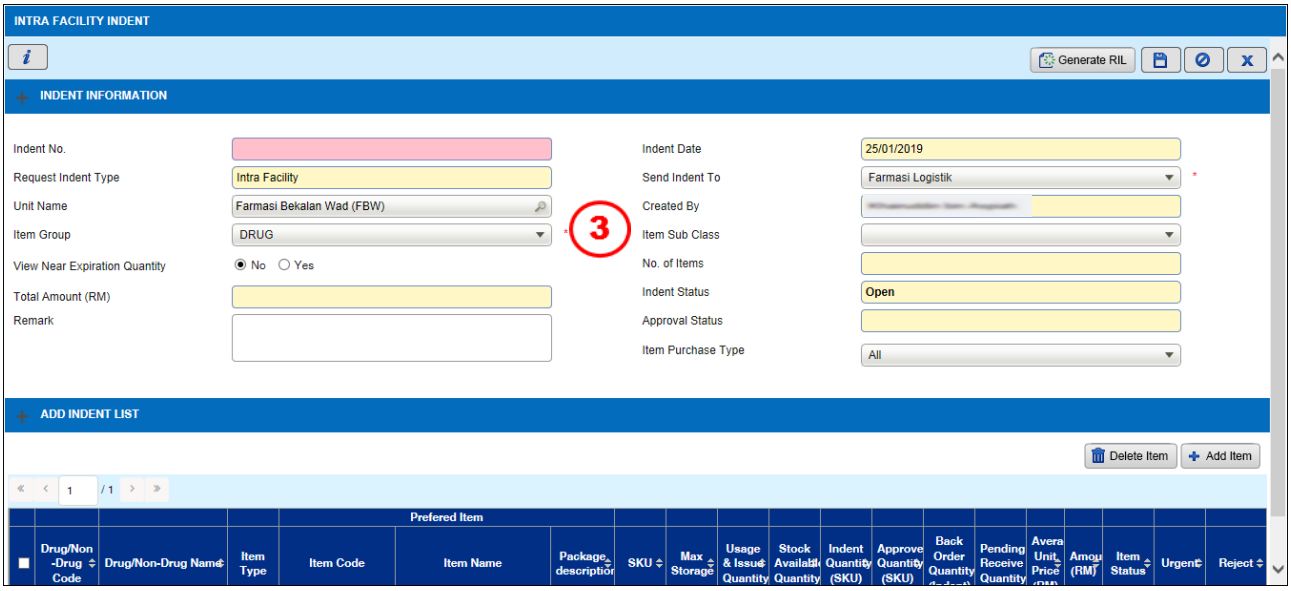

Figure 3.2-2 Create New Indent Information
- *Indent screen will be displayed as shown in Figure 3.2-2.*